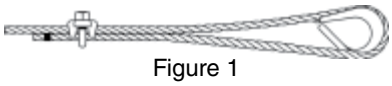

Figure 1
1. Refer to Table 1 following these instructions. Turn back specified amount of rope from thimble or loop. Apply first clip one base width from dead end of rope. Apply U-Bolt over dead end of wire rope – live end rests in saddle (Never saddle a dead horse!). Use torque wrench to tighten nuts evenly, alternate from one nut to the other until reaching the recommended torque (See Figure 1).